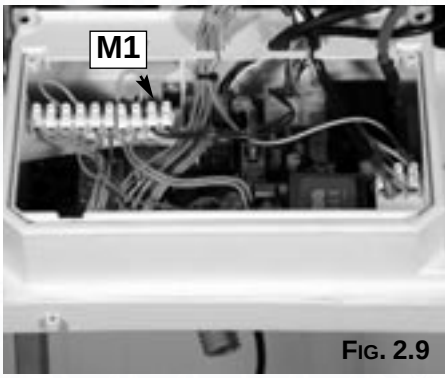

FIG. 2.9
2. Pierce the grommett **'M1' (FIG. 2.9)** and pass any cables for the external controls through before connecting to the terninals.